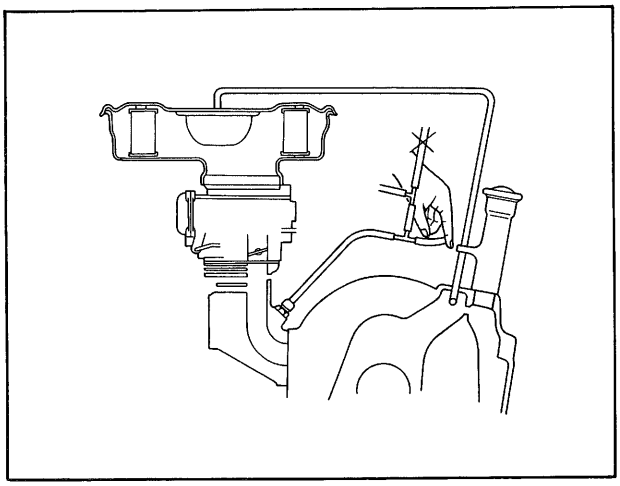

Fig. 1B–44 Checking ventilation valve
3. Make sure that the engine speed drops when the evaporative hose is squeezed by hand as shown in Fig. 1B–44 and then the ventilation hose removed in the above procedure 2 is closed with the fingers. If the engine stalls on that occasion, replace the ventilation valve.